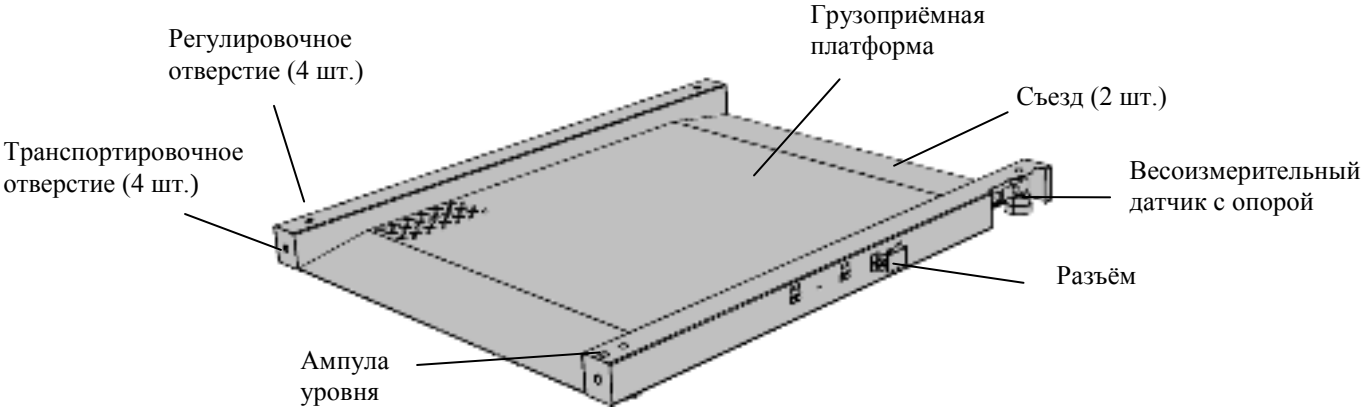

Рис. 6.1 - Модуль взвешивающий 4D-LM
6.1.1 Модуль взвешивающий представляет собой единую конструкцию из рамы и грузоприёмной платформы с двумя съездами. В состав модуля входят четыре цифровых весоизмерительных датчика с опорами (Рис. 6.1).